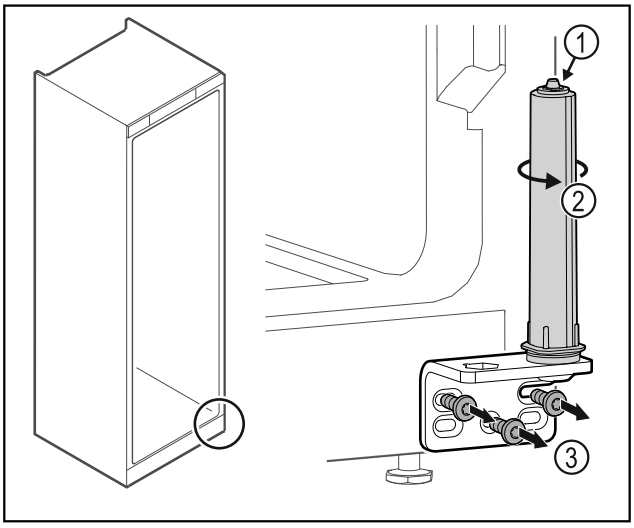

Fig. 15
▶ Не розбирати систему закриття дверей *Fig. 15 (1)*.
▶ Повертати систему закриття *Fig. 15 (2)* до клацання.
▶ Відкрутити шарнірний кутик *Fig. 15 (3)*.